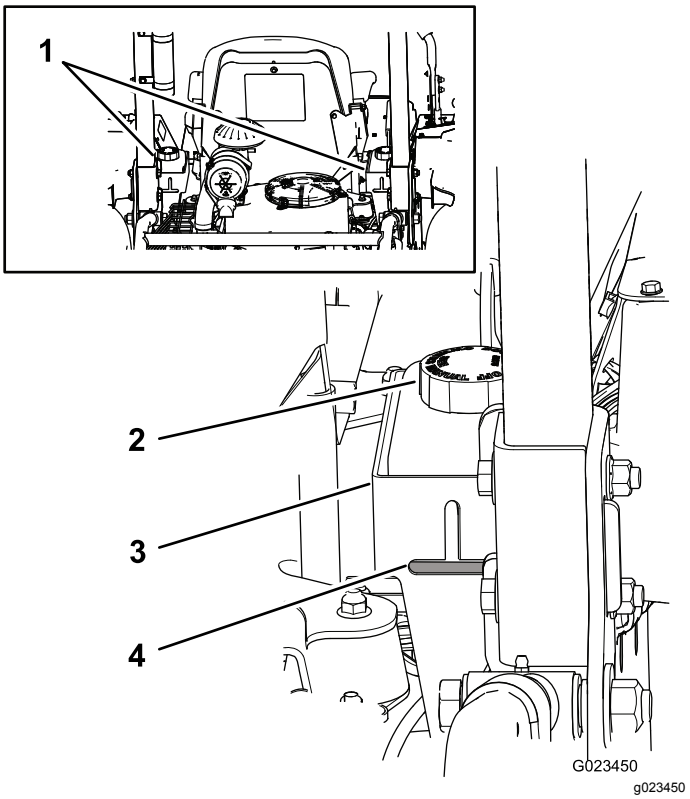

**Figur 17**
Maskinens beholdere påfyldes på fabrikken med hydraulikvæske af høj kvalitet. Det bedste tidspunkt at kontrollere hydraulikvæsken på er, når væsken er kold. Maskinen skal være i transportkonfigurationen. Hvis væskestanden er under toppen af den vandrette del af det udskårne sigtglas bagpå de hydrauliske beholdere (Figur 17), skal der tilføjes væske, så det holdes på det acceptable niveau. **Fyld ikke for meget på beholderne.**Hvis væskestanden er i toppen af den vandrette del af sigtglasset, er det ikke nødvendigt at fylde mere væske på. Følgende udskiftningsvæske anbefales:
**Bemærk:** Væskestanden skal være i bunden af hver af åbningerne som vist i Figur 17.
A. Rengør området omkring væskebeholderdækslerne for at forhindre snavs i at komme ind i systemet (Figur 17).